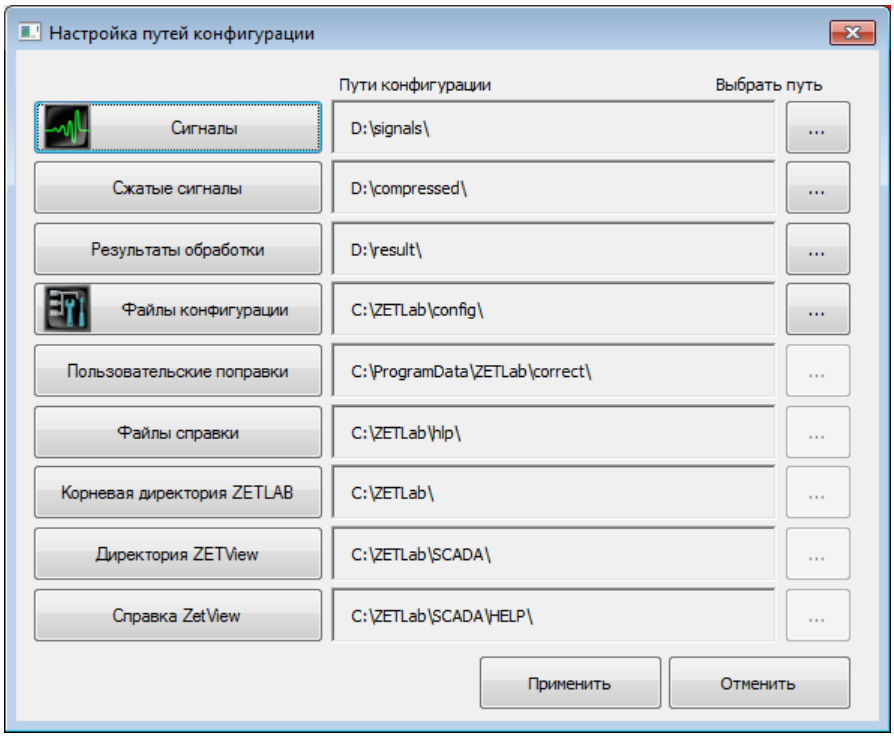

Рис. 3.7 Программа «Пути конфигурации пользователя»
11. Открыть программу «Пути конфигурации пользователя» (Рис. 3.7) нажатием по соответствующей иконке в главном меню панели ZETLAB.